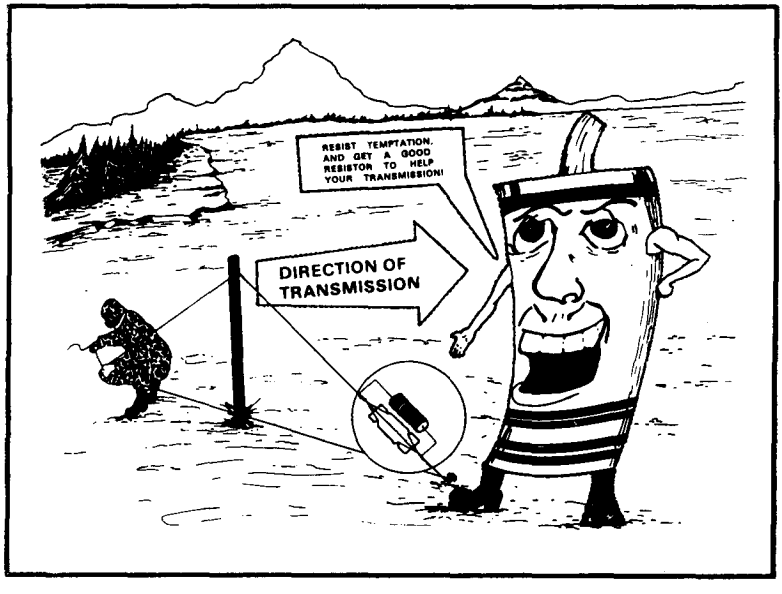

Figure 3-21. Proper resistor.
(1) When one or more wires on an antenna are broken, the antenna can be repaired by reconnecting the broken wires. To do this, lower the antenna to the ground, clean the surface of the wire, and twist the wires together. Whenever possible, solder the connections.
(2) If the antenna is damaged beyond repair, substitute another antenna. If antenna sections are not available, WD-1 (field wire) can be used as a substitute. Ensure the length of the wire is the same length as the original antenna and you have a good wire to antenna contact.
e. Building a good field-expedient vertical half-rhombic antenna calls for a good resistor, not a dead BA-30 battery or a C-rat can full of sand and oil. Plan ahead. If you can, lay in a supply of the 600-ohm 2-watt resistors. Since 600-ohms is not a standard resistor value, you have a choice. Get a 620-ohm, 2-watter with NSN 5905-00-407-6167, or wire 2 1200-ohm, l-watt resistors in parallel. Get them with NSN 5905-00-369-6916. Then, follow the directions on how to fabricate antennas. Put the resistor on the end nearest your receiving station. Remember, resistor wattage must beat least half of the radio's output wattage. (See Figure 3-21.)